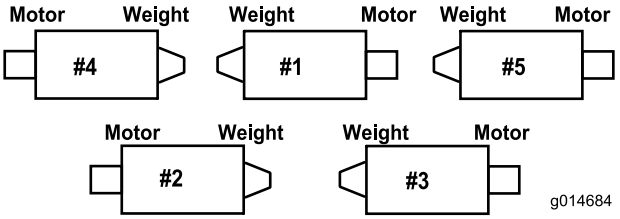
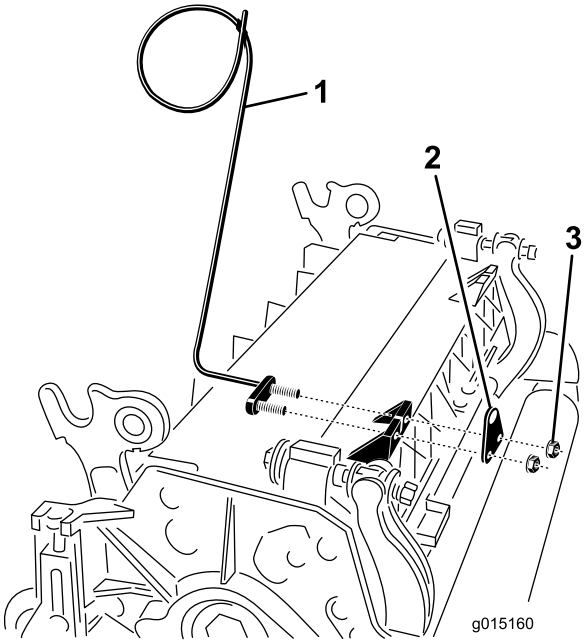
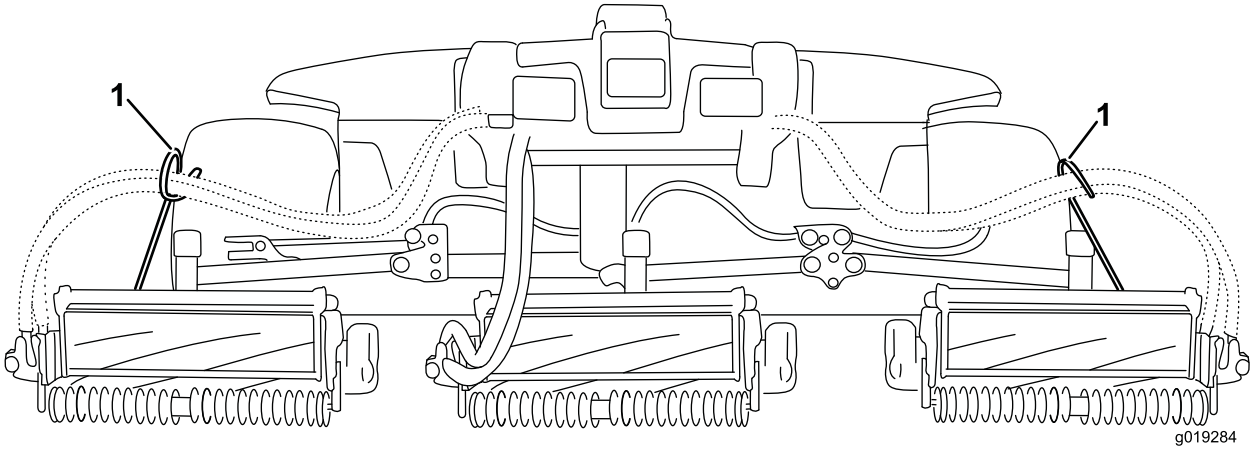

**Figuur 7**
**Figuur 8**
**Figuur 9**
**Belangrijk: Op maaidek nummer 4 (links vooraan) en 5 (rechts vooraan) (Figuur 7) moet u de montagemoeren van de stangbeugel gebruiken om de slanggeleiders aan de voorzijde van de lippen van het maaidek te bevestigen. Figuur 8 De slanggeleiders moeten naar het middelste maaidek zijn gericht (Figuur 8 en Figuur 9).**